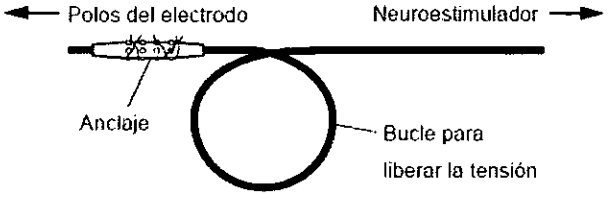

Figura 5. Bucle para liberar la tensión creado con el cuerpo del electrodo.
12. Mientras mantiene la posición del electrodo, cree un bucle para liberar la tensión con el cuerpo del electrodo cerca del anclaje fijado (Figura 5).